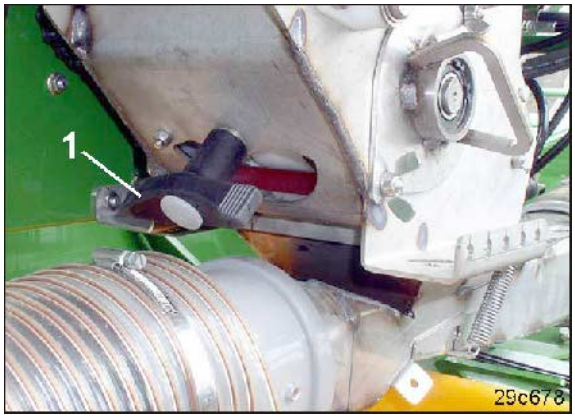

**Fig. 212**
2.1 Tournez la poignée (Fig. 212/1).
9. Fermez la ou les trappes de vidange de reliquat (Fig. 212/1).